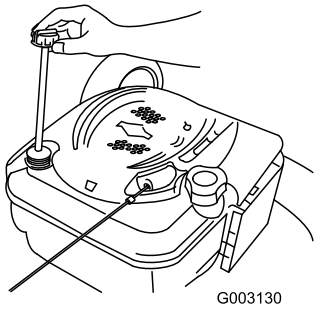

Figur 36
2. Fjern peilestaven (Figur 36).